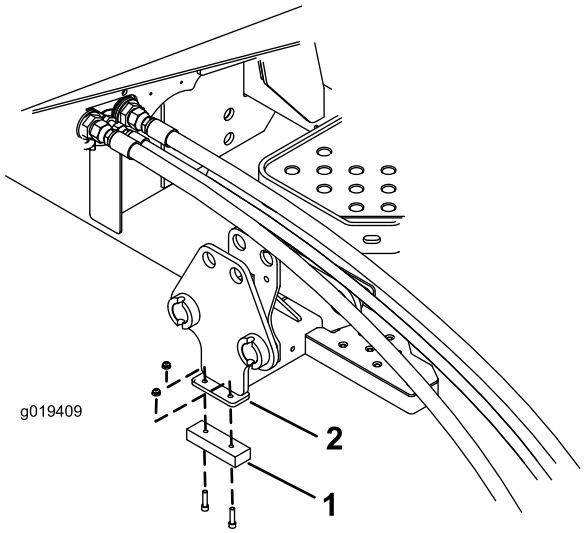

Figuur 5
3. Monteer een bumper aan de onderkant van de beugel met (2) 1/4 inch schroeven en moeren (Figuur 5).